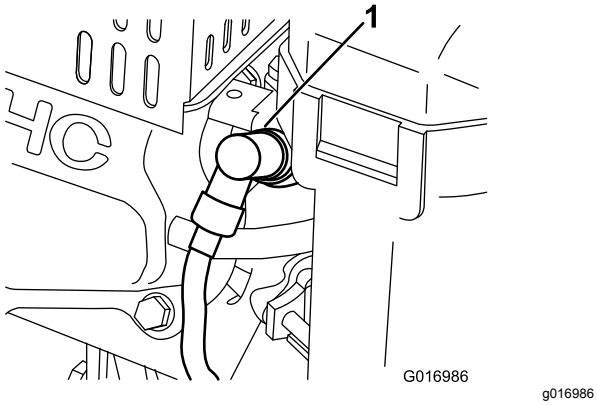

Figuur 33
1. Trek de bougiekabel los van de bougie (Figuur 33).